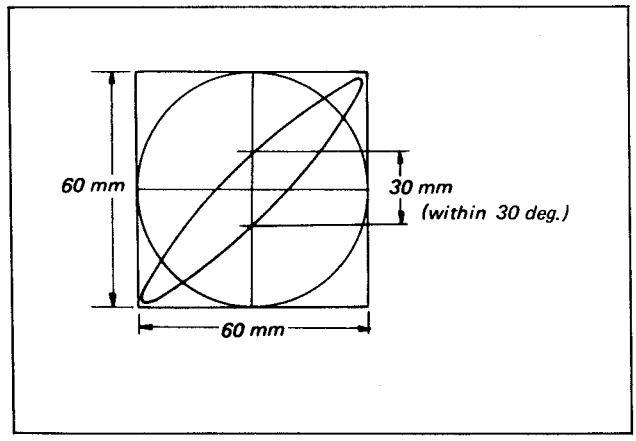

Fig. 10-26. Audio phase adjustment
4. Play back the 15 kHz audio segment. Check that the phase difference is within 30 degrees as shown in Fig. 10-26.